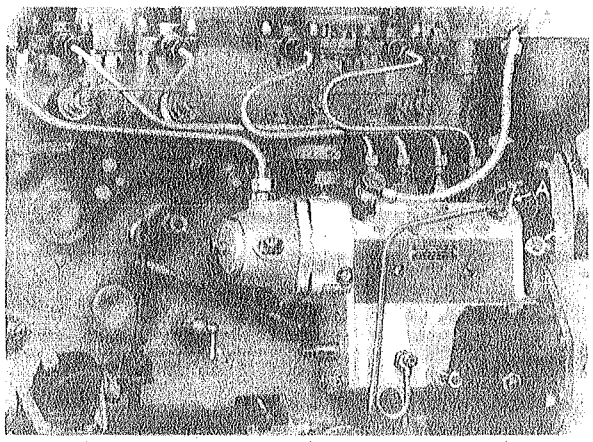

Fig. 30 *STR 1485*
5. Remove the side cover from the fuel injection pump, and add engine oil until it starts to drip from the oil drain pipe C (Fig. 30). No further lubrication is necessary as the pump will be lubricated in use by the diesel oil.
6. Open the bleed tap on the injection pump—see A (Fig. 30), and get an assistant to operate the priming lever on the fuel lift pump until no air bubbles come out with the fuel from the bleed pipe. It will be necessary to pump about two pints of fuel through to ensure freedom from air.
When warm the engine should start readily by use of the starter alone, and without the use of the heaters or the excess fuel device. When the engine is cold the excess fuel button B (Fig. 30) should be pressed into engagement, the accelerator pressed right down, and the starter lever pulled fully home. Continue to hold the starter in engagement until the engine speeds up, because if the starter lever is released as soon as the engine fires it will stop again. The excess fuel button will automatically disengage as the engine speeds up. The heater plugs will normally need to be used when the engine is near or below freezing (0° C., 32° F.) temperature. The technique for zero temperature starts is the same as for a normal cold start, but in addition press the heater button for approximately 30 seconds immediately before pulling the starter lever. Release the heater button, and pull the starter lever straight away before the heater plugs have time to cool off, when the engine will start readily.